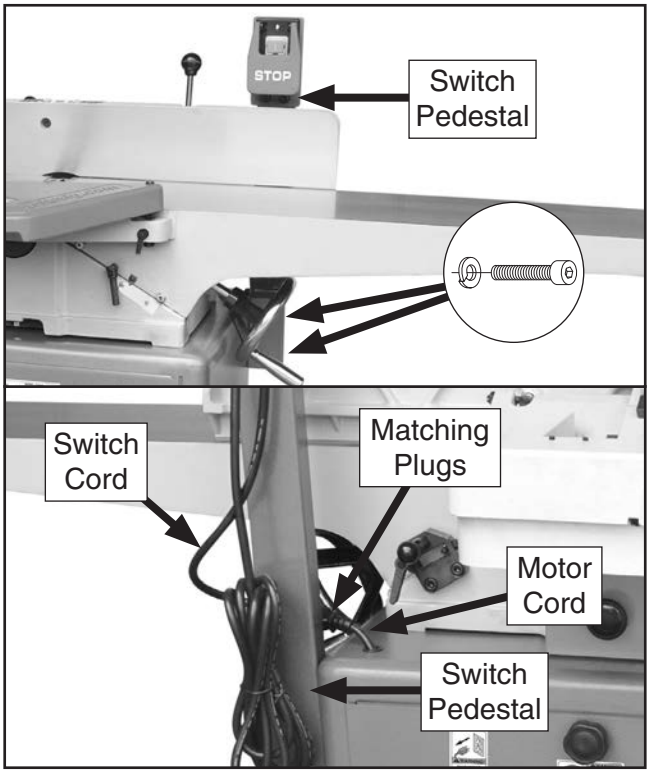

Figure 19. Switch pedestal attached to stand and cords connected.
17. Attach switch pedestal to stand with (2) M8-1.25 x 20 cap screws and (2) 8mm lock washers (see **Figure 19**).
18. Connect switch cord to motor cord (see **Figure 19**).